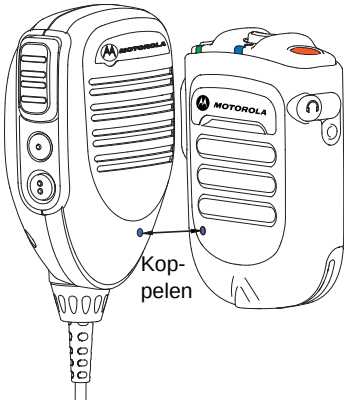

Afbeelding 2.10: Uw WRSM koppelen
2. Plaats de blauwe stip (beveiligde koppeling) op de WRSM binnen 2,5 cm van de blauwe stip (beveiligde verbinding spot) op de Mobiele microfoon-gateway. Zie Afbeelding 2.10.